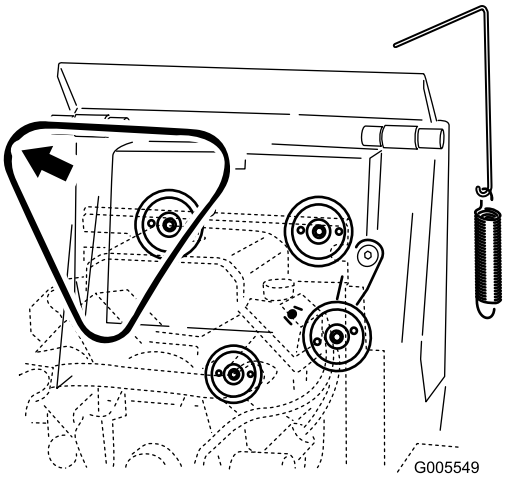

Figuur 47
5. De riem van de drie poelies verwijderen (Figuur 47).